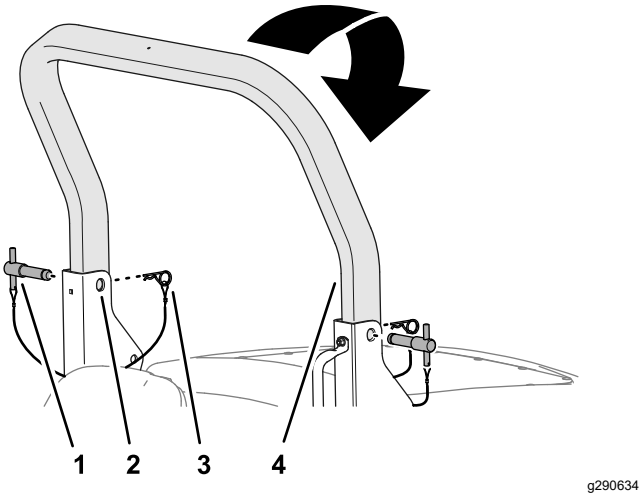

Рисунок 26
2. Извлеките шплинты из штифтов защитной дуги, находящиеся в кронштейнах осей поворота на нижней раме защитной дуги (Рисунок 26).
3. Поддерживая вес верхней защитной дуги, извлеките штифты защитной дуги из кронштейнов осей поворота (Рисунок 26).